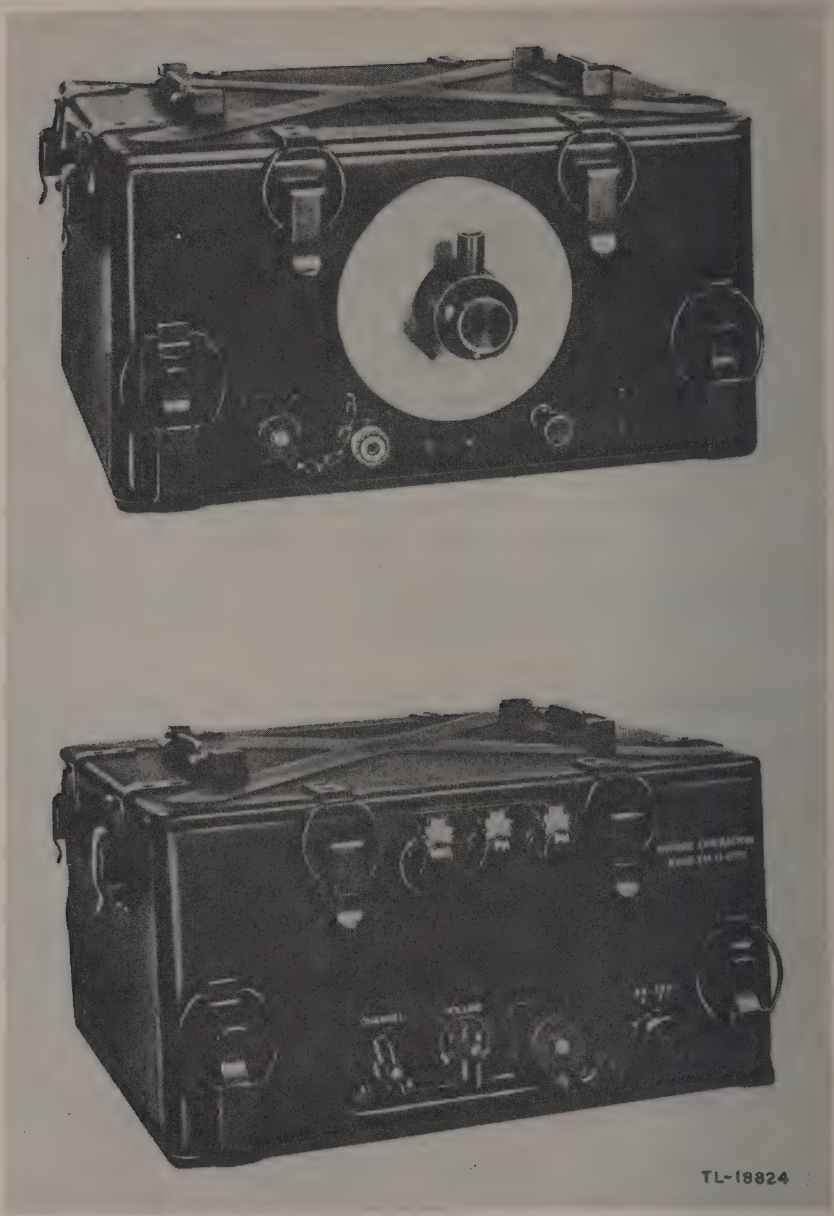

Figure 1. Receiver-Transmitter BC-1335.
a. Description. Receiver-Transmitter BC-1335* (fig. 1) is a low-power, 18-tube, f-m (frequency-modulated) combination transmitter and receiver incorporated as a single unit. A vibrator rectifier operating from a 6- or 12-volt source is incorporated in the unit to allow operation from any 6- or 12-volt d-c (direct-current) source. An **electric eye** indicator tube is provided to preset and test the receiver-transmitter without extra metering equipment. Both transmission and reception are crystal-controlled. Receiver-Transmitter BC-1335 is designed to operate with any one of four antennas which are provided with proper connections and attachments to fit them to antenna connectors on the unit. Two phone jacks are provided to allow simultaneous use of two headsets.